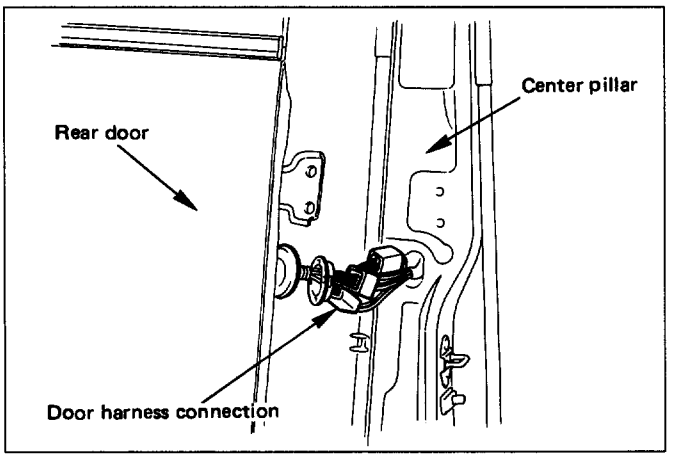

Fig. 10-29
- Pull the door harness grommet out and disconnect the door harness connection. (Fig. 10-29)